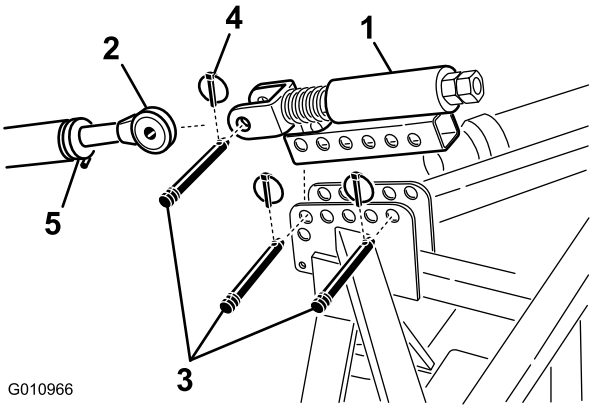

Figur 10
1. Montera den fjäderbelastade topplänken på luftarens fäste med två länkpinnar och hjulsprintar (Figur 10)
2. Lossa låsmuttern på traktorns övre länk. Justera den övre länkens längd tills den är inriktad mot sprinten på den fjäderbelastade topplänken på luftaren (Figur 10).
3. Anslut traktorns övre länk till sprinten på den fjäderbelastade topplänken och säkra den med en länkpinne och lynchpinne (Figur 10).
6. Rotera den övre länken tills fjädern har pressats samman med ca 13 mm (Figur 10).